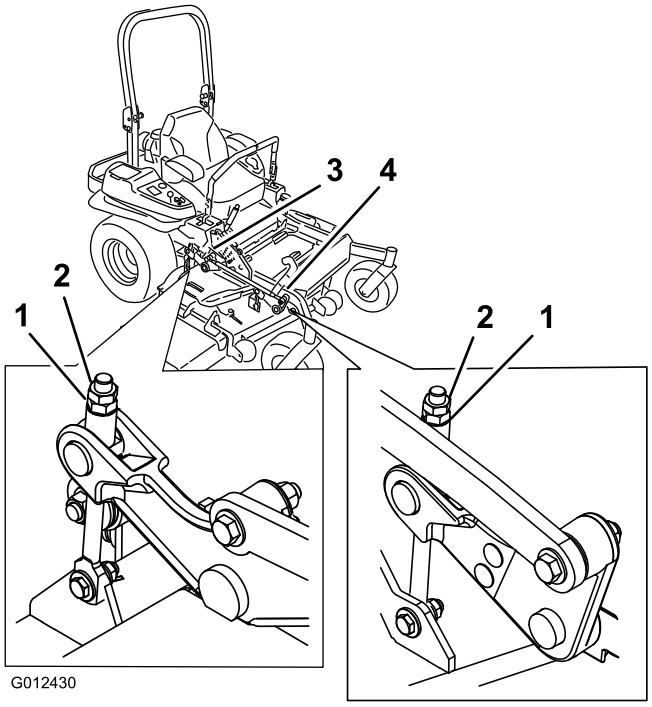

Figur 87
10. Finjuster justeringsmutteren på den fremre klippeenheten ved å vri på den (Figur 87).
16. Finjuster justeringsmutteren på den fremre klippeenheten ved å vri på den (Figur 87).